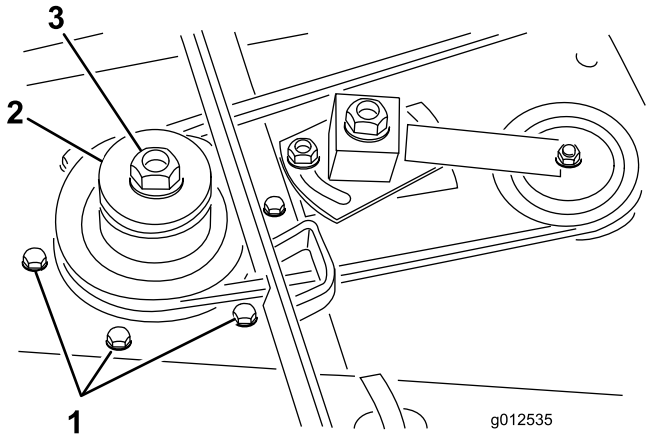

Figur 5
4. Lossa de sex vagnskruvar och flänsmuttrar som håller fast spindelhusenheten vid klippenheten (Figur 5). Skjut av spindelhusenheten från klippenhetens undersida.